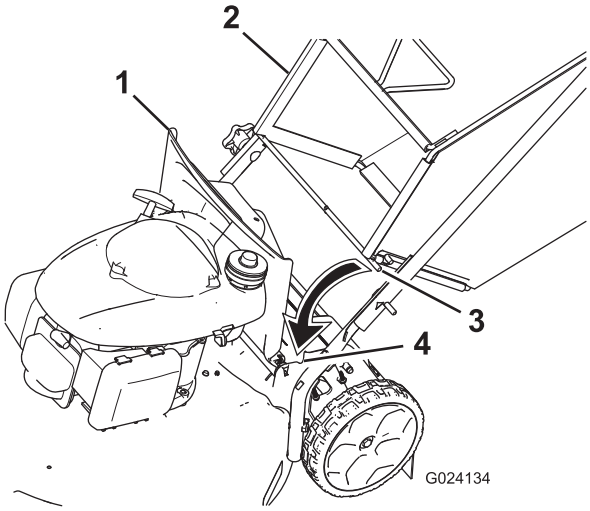

Figure 14
1. Soulevez le déflecteur arrière (Figure 14).
2. Insérez les extrémités de la tige du bac à herbe dans les crans des supports du guidon (Figure 14).